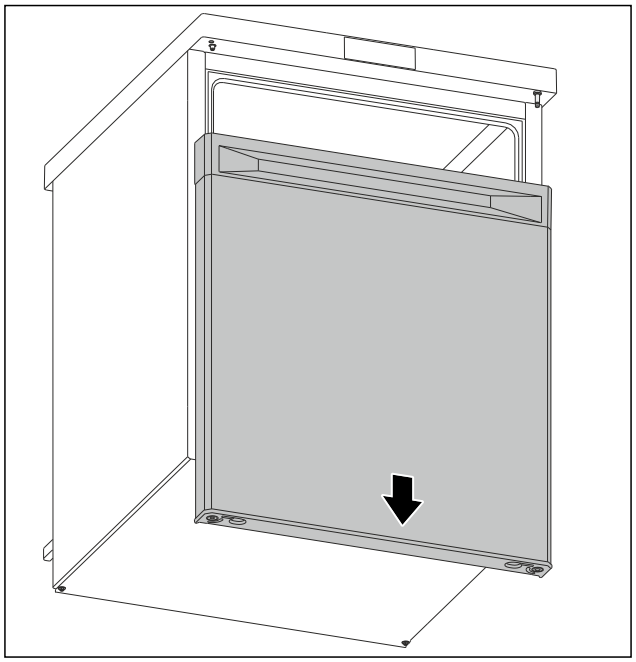

Fig. 8
▶ Ta av dörr nedåt. (se Fig. 8)